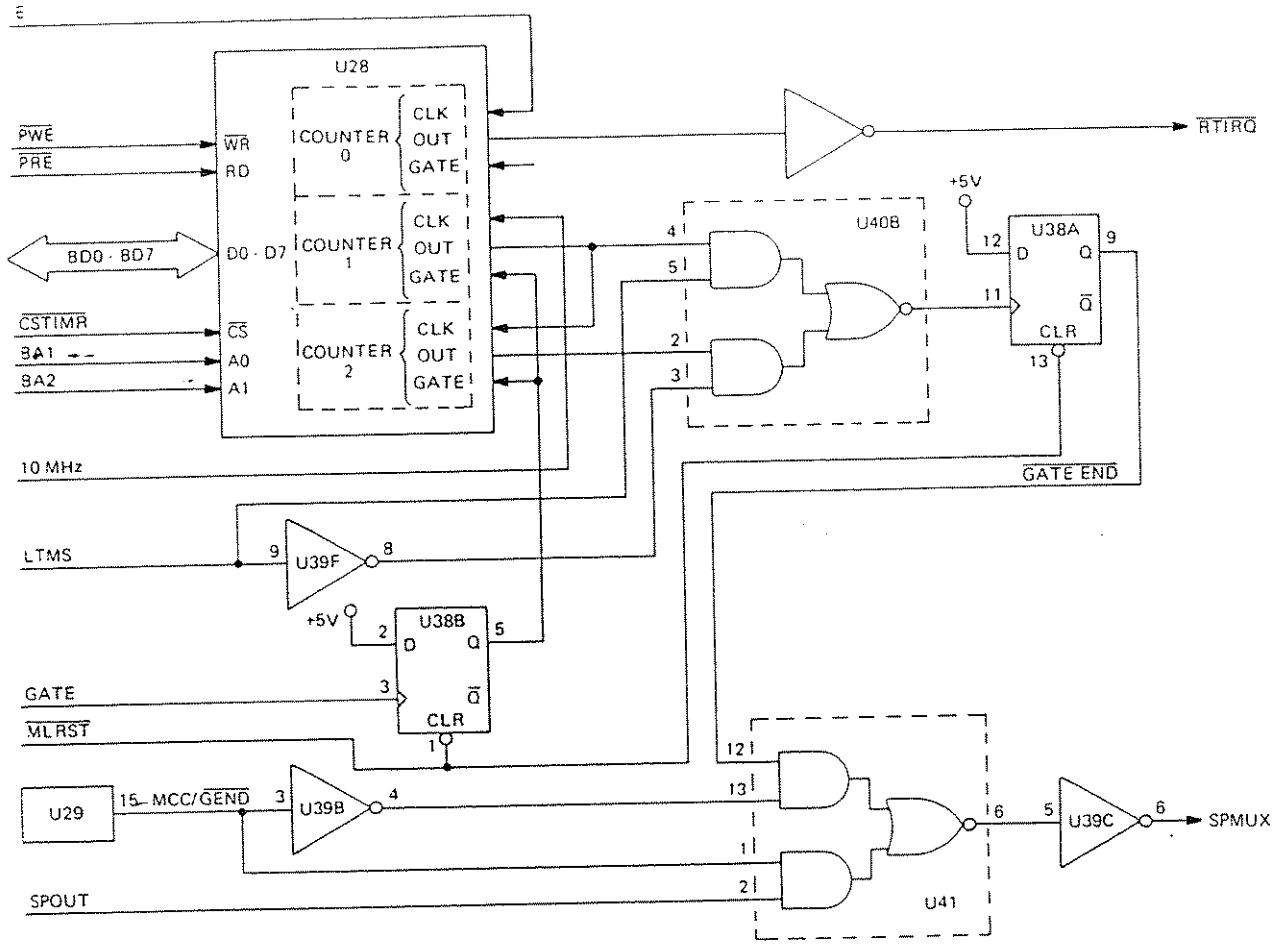

Figure 5.15 - Simplified Schematic for the Internal Gate Timer
5.3.9.1.1 Refer to Figure 5.15. The gate timer controls two functions: (1) real-time interrupts and (2) gate time. U28 is a programmable interval timer that has three independent 16-bit counters. One is used for real-time interrupts, and the other two are cascaded together as the gate timer.
5.3.9.2.1 Refer to Figure 5.15. The end of a measurement can be controlled by either the SPOUT or $\overline{\text{GATE END}}$ signals. SPOUT is generated by the MCC2 (U11) of the measurement block and is connected to U41-2. $\overline{\text{GATE END}}$ is generated by the Intel timer chip U28 and is connected to U41-1. U41 functions as a 2-to-1 selector/multiplexer. The control signal MCC/$\overline{\text{GEND}}$ from U29-15 controls the selection of the SPOUT or $\overline{\text{GATE END}}$ signals for application to the measurement block. When $\overline{\text{MCC}}$/GEND is high, the $\overline{\text{GATE END}}$ control signal is passed through U41 and inverted by U39C. This output is called the SPMUX signal. When $\overline{\text{MCC}}$/GEND is low, SPOUT will be present at the output of U39C.